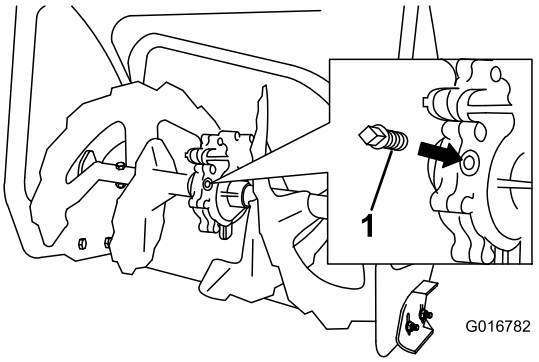

Bild 46
2. Reinigen Sie den Bereich um die Rohrverschluss (Bild 46).